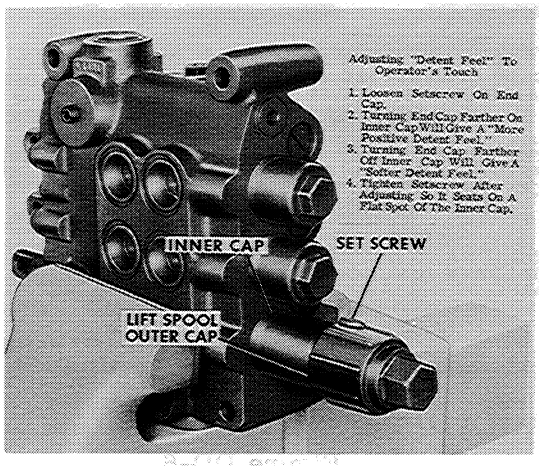

Figure DD-8
2. Loosen the outer cap set screw and remove the outer cap, Figure DD-8.